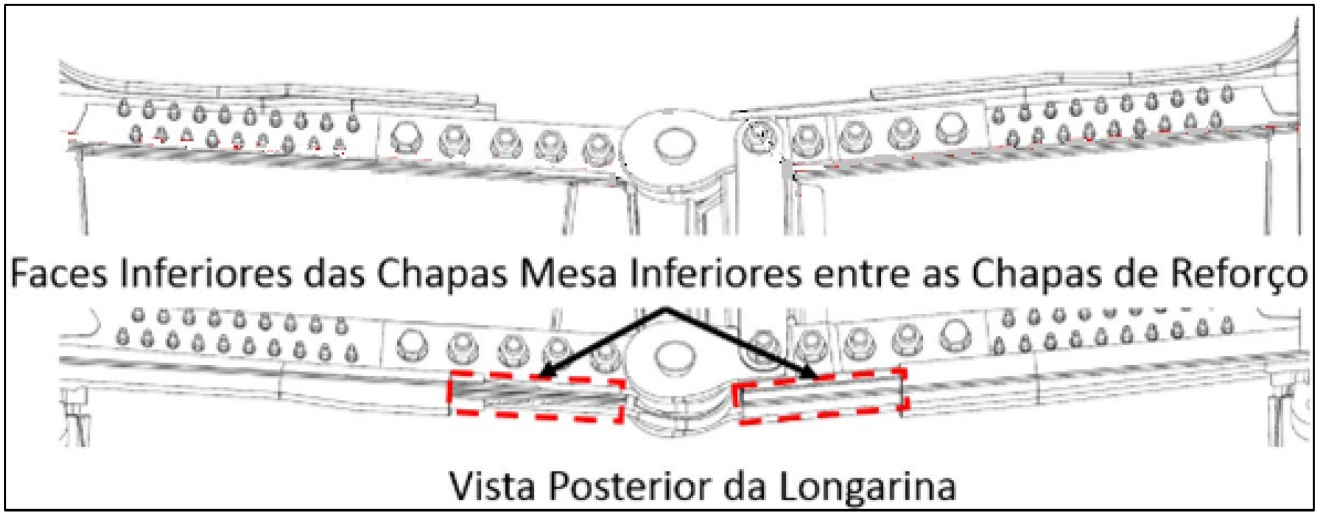

FIGURA 9 – Inspeção das chapas mesa.
2.3.2.2. Inspecione as faces inferiores das chapas mesa inferiores, conforme Figura 9.